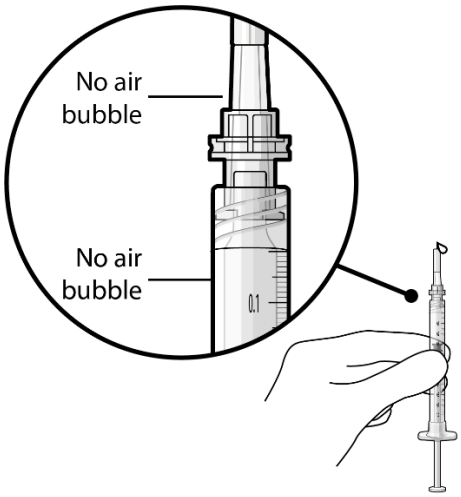

Figure 18
- Inspect the syringe and the needle hub to ensure that no air bubbles are present (Figure 18).